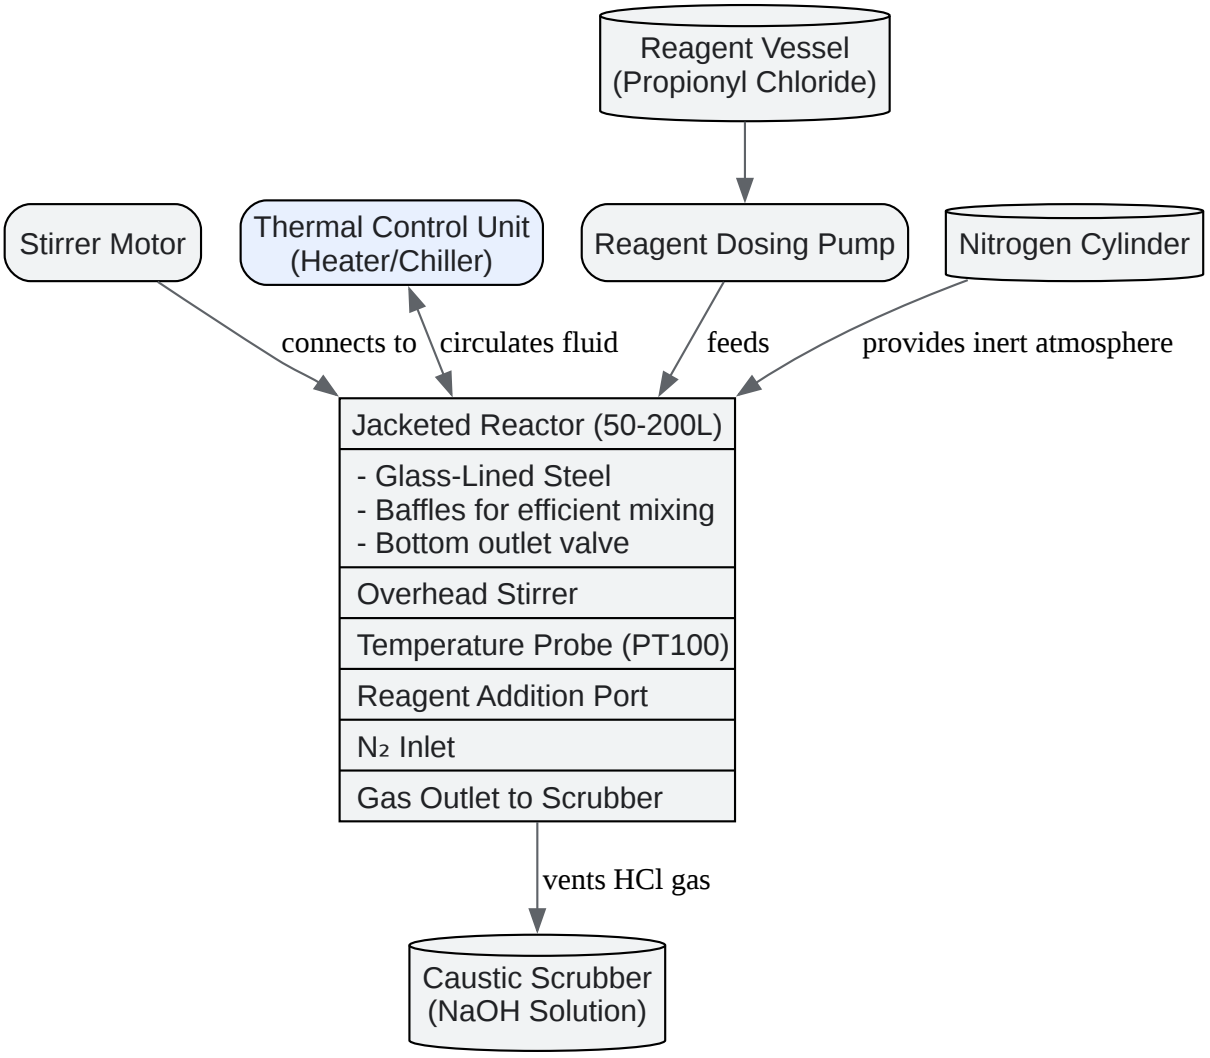

Figure 2: Kilogram-Scale Reactor Setup
Caption: Figure 2: Kilogram-Scale Reactor Setup.
- Reactor Preparation: Ensure the 50L reactor and all associated glassware are thoroughly clean and dry. Assemble the apparatus as shown in Figure 2. Purge the entire system with dry nitrogen for at least one hour. Maintain a gentle positive pressure of nitrogen throughout the procedure.